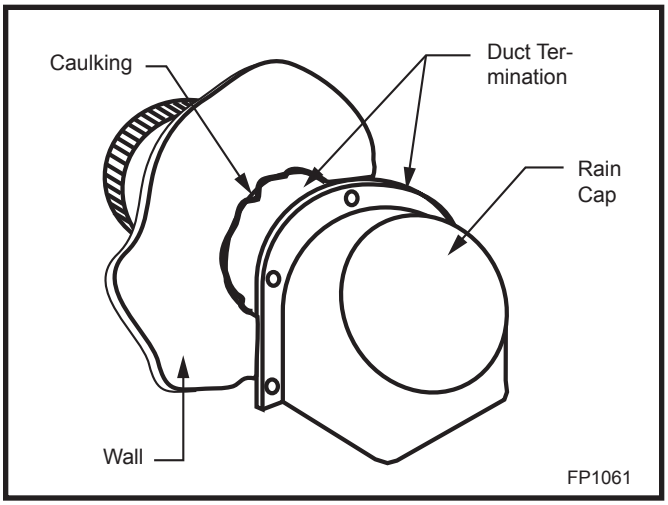

Fig. 10 Caulk and install duct termination/rain cap in place.
4. At the termination end, install the duct termination. This should be installed from the outside of the home. Cut a hole in the desired location approximately 4½" (114mm) in diameter, caulk around the hole, and slide the termination through the opening from outside the home. The termination/rain cap should be caulked around its perimeter to assure a tight seal. The rain cap opening should be positioned downward. (Fig. 10)